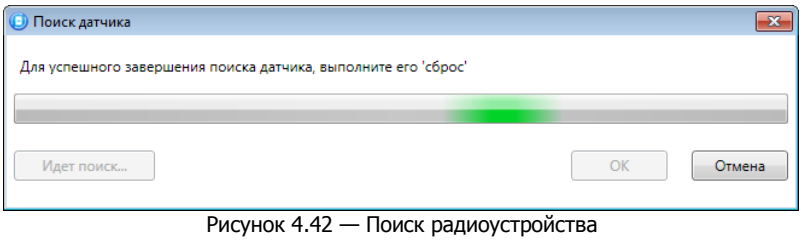

Рисунок 4.42 — Поиск радиоустройства
3. После нажатия кнопки *ОК* начнется поиск радиоустройства контроллером (см. рисунок 4.42). Для того чтобы устройство было найдено контроллером, его следует перевести в режим связывания (выполнить «сброс»).